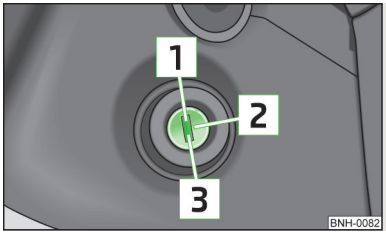

Fig. 63
- When driving, the ignition key must always be in the position 2 » Fig. 63 » page 69 (ignition switched on) without the engine running. This position is indicated by the warning lights coming on. If this is not the case, it could result in unexpected locking of the steering wheel - risk of accident!
- The starter may only be operated (ignition key position 3 » Fig. 63 » page 69), if the engine is not running. The starter or engine can be damaged if the starter is activated when the engine is running.
- Fully depress and hold the clutch pedal, switch on the ignition 2 » Fig. 63 » page 69 and start 3 - do not operate the accelerator. Depress the clutch pedal until the engine starts.
Switch off the engine by turning the ignition key into position 1 » Fig. 63 » page 69.